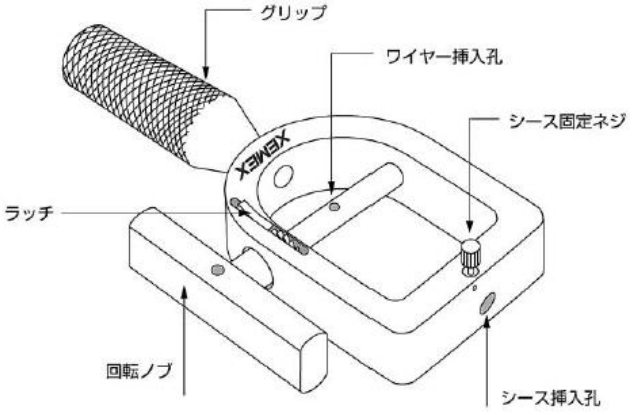
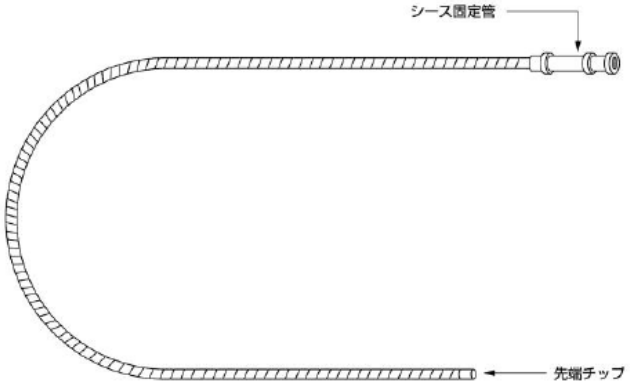

図 7. エンドトリプターハンドル
図 8. エンドトリプターシース
以上を行っても結石が外せない場合、4-5「結石除去が出来ない場合の対処方法」を参考にし、別売の弊社「エンドトリプター」(図7・図8)を用いて結石除去を行ってください。
8) 嵌頓の解除が困難な場合は、4-5「結石除去が出来ない場合の対処方法」を参考にし、別売の弊社「エンドトリプター」(図7・図8)を用いて結石破砕を試みてください。クラッシャーハンドルに異常が発生している可能性がありますので、クラッシャーハンドルを交換して、最初から砕石の操作を行ってください。
2) 嵌頓の解除が困難な場合は、4-5「結石除去が出来ない場合の対処方法」を参考にし、別売の弊社「エンドトリプター」(図7・図8)を用いて結石破砕を試みてください。
3) ワイヤに被せて弊社品エンドトリプターシース LBETS (別売品、図8) を挿入します。
6) 嵌頓の解除が困難な場合は、4-5「結石除去が出来ない場合の対処方法」を参考にし、別売の弊社「エンドトリプター」(図7・図8)を用いて結石破砕を試みてください。
エンドトリプターはエンドトリプターハンドル（図 7）とエンドトリプターシース（図 8）から構成されます。